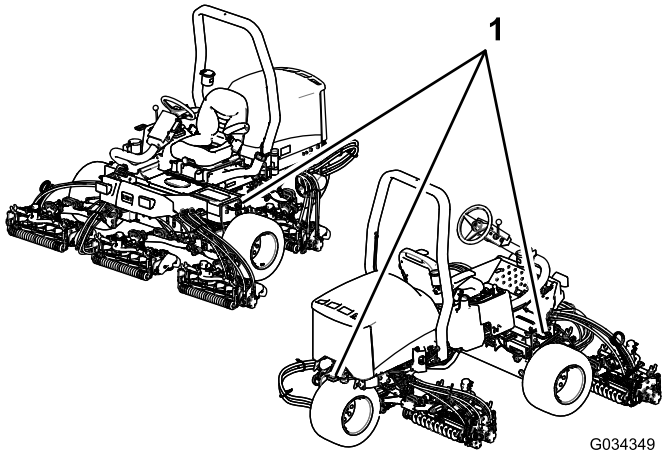

Figur 44
- Fest maskinen godt med stropper, kjetting, kabel eller tau. Både de fremre og bakre stroppene må ledes nedover og utover fra maskinen. Se Figur 44.